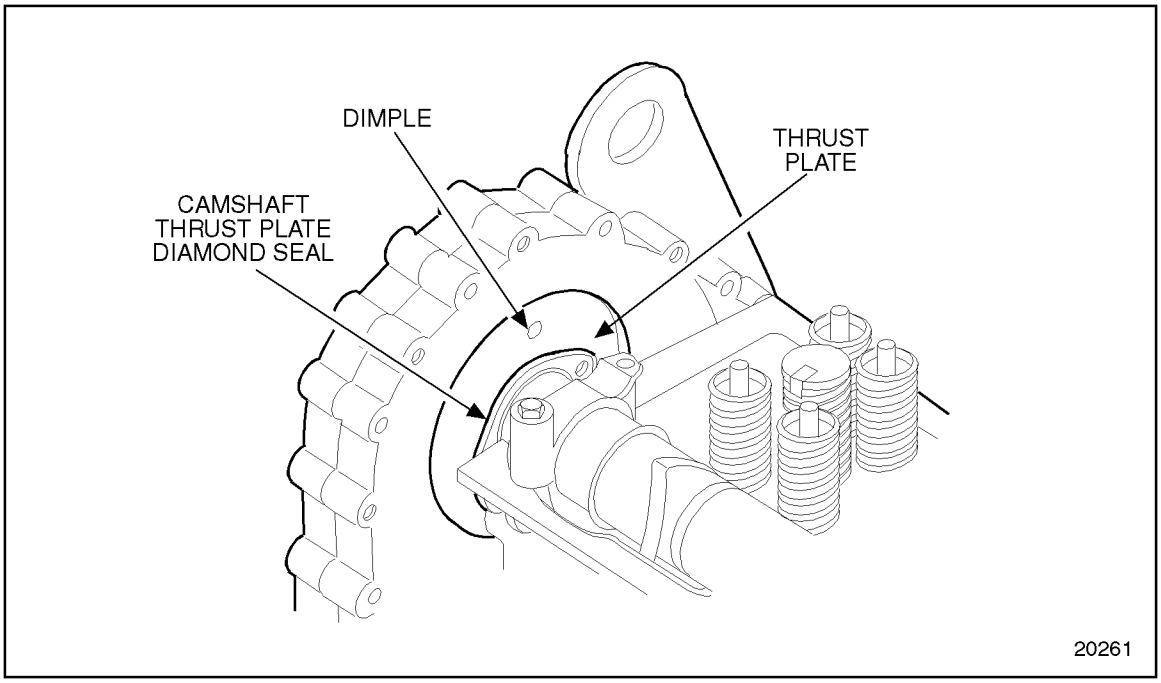

Figure 1-357 Camshaft Thrust Plate Clearance
8. Using an appropriate marker, scribe a vertical locator line across the gear case and the back face of the camshaft thrust plate. This will ensure proper positioning of the thrust plate during reassembly. See Figure 1-357.